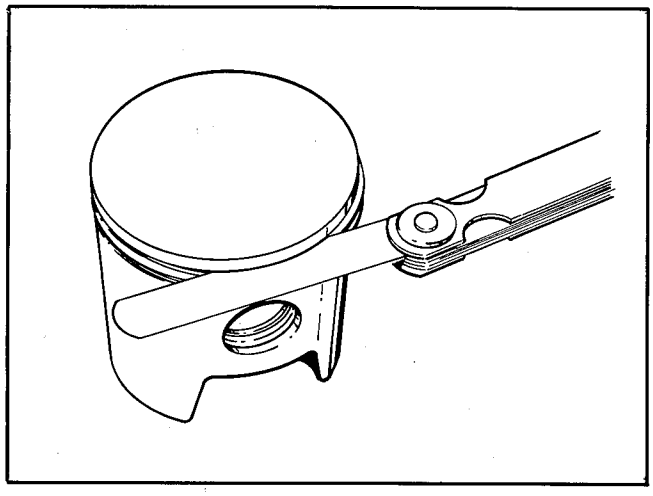

Figure 54 – Ring Side Clearance
a. See Figure 54. Check the side clearance of the rings in the piston grooves using a feeler gauge. Side clearance should be .002-.004 in.